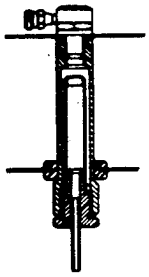

FIG. 7.
6. Fit the two spray units as shown in Fig.7:-